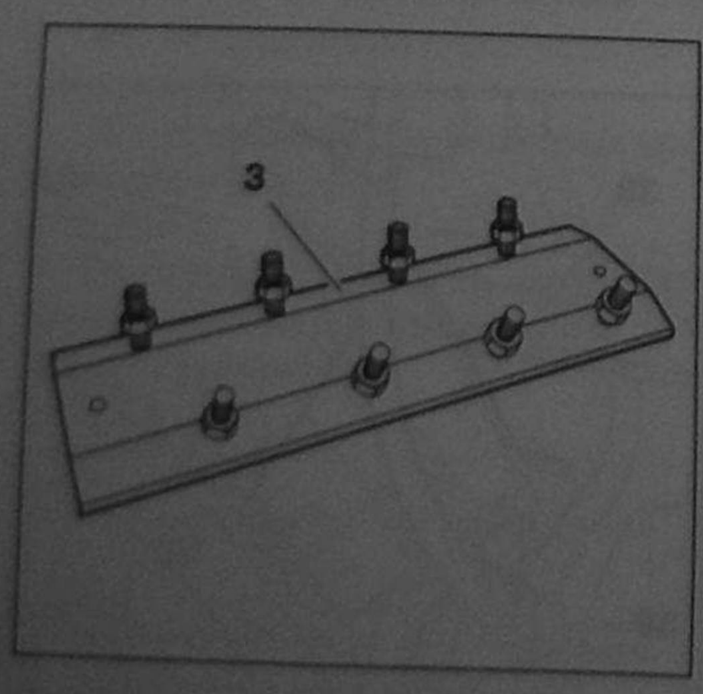

Рис. 4.162.
87. Установите нажимную пластину для клапанных коромысел 4533-T.Z. [3] (рис. 4.162).